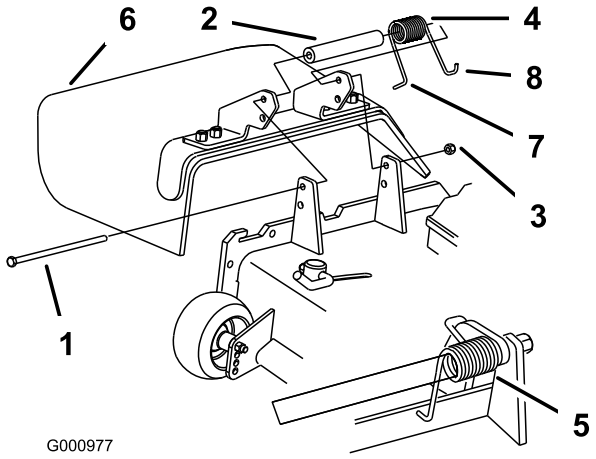

Figuur 92
1. Verwijder de borgmoer, bout, veer en afstandsstuk waarmee de grasgeleider vastzit op de draaibeugels (Figuur 92). Verwijder een beschadigde of versleten grasgeleider.
Opmerking: Zorg ervoor dat het **L**-vormige uiteinde van de veer achter de rand van het maaidek is geplaatst voordat u de bout bevestigt zoals wordt getoond in Figuur 92.
3. Monteer de bout en de moer. Plaats het **J**-vormige haakeind van de veer om de grasgeleider (Figuur 92).